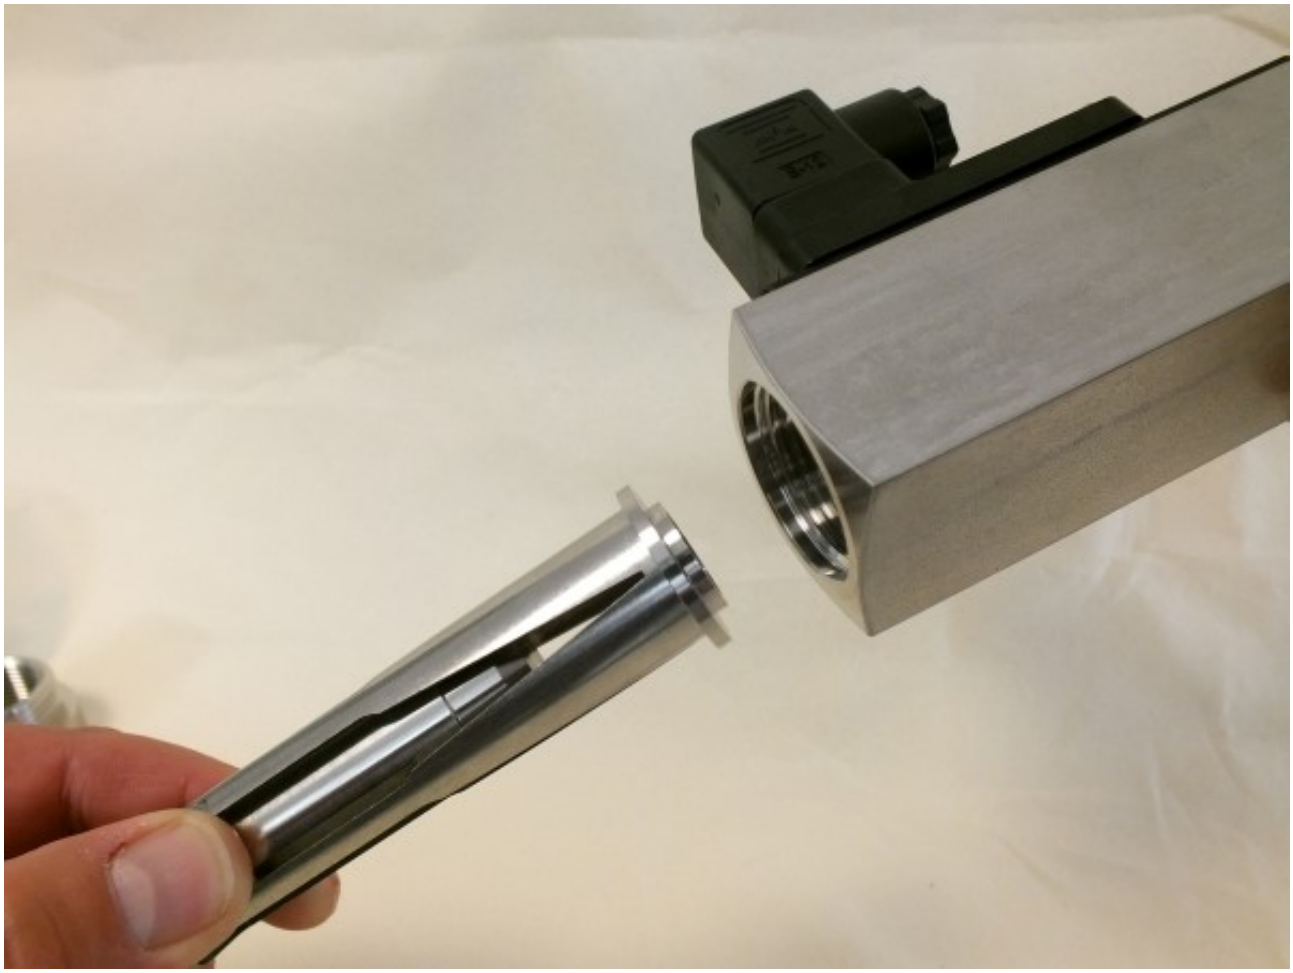

Fig. 43: Remove inner parts
4. Carefully turn the device body 180° and remove the inner parts (slot nozzle, float and inlet centering disc). (*Fig. 43*)